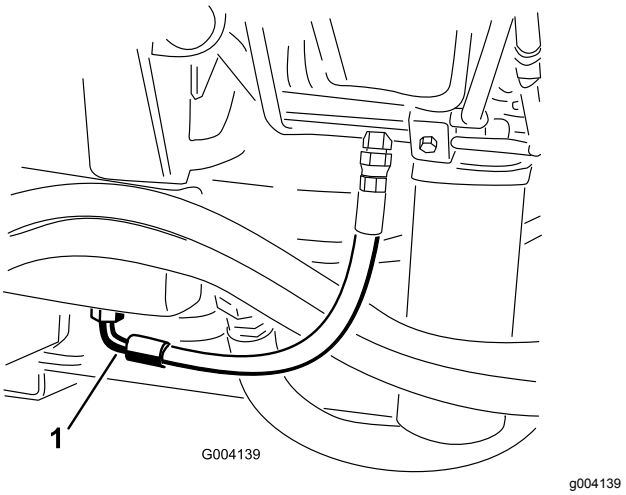

Figur 88
2. Plasser et stort tappefat under nippelen som er festet til bunnen av den hydrauliske væskebeholderen (Figur 88).